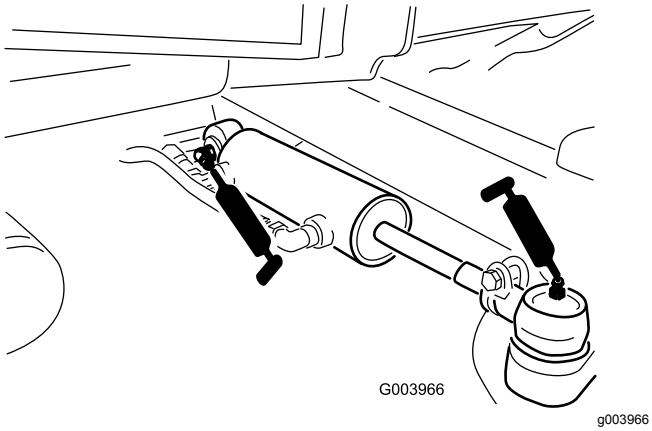

Figur 42
- Styrcylinderns kulleder (2) (Figur 42)